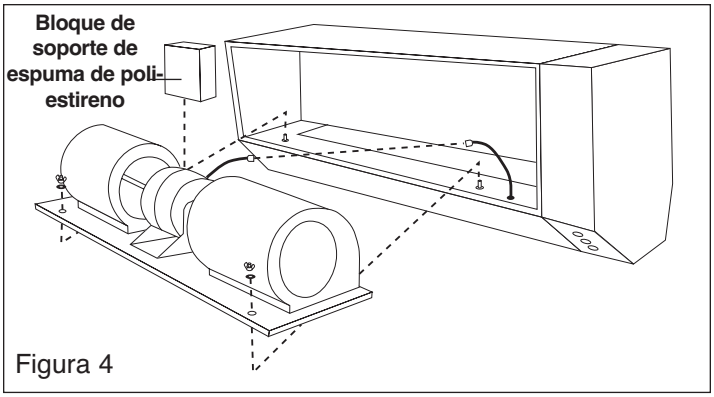

Figura 4
5. Desconecte cuidadosamente el cable eléctrico del motor fuera del conjunto de receptáculo y enchufe, y retire las dos tuercas de orejas ubicadas sobre la base del ventilador. (Véase la Figura 4)